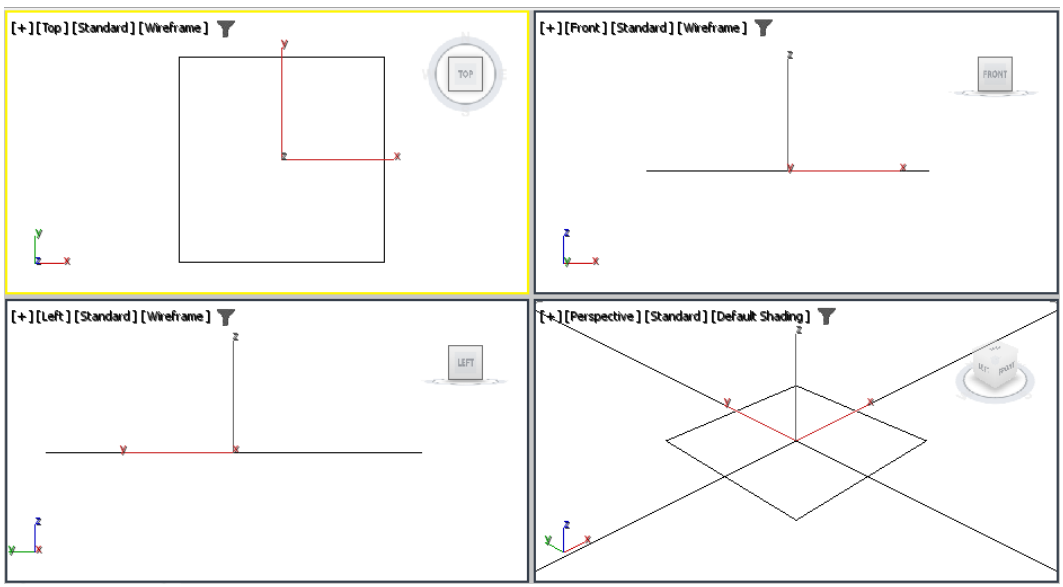

Figure 5-23 *The base zoomed in all viewports*
3. Enter **base** in the **Name and Color** rollout. Invoke the **Zoom Extents All** tool; *base* is zoomed in all viewports, as shown in Figure 5-23.